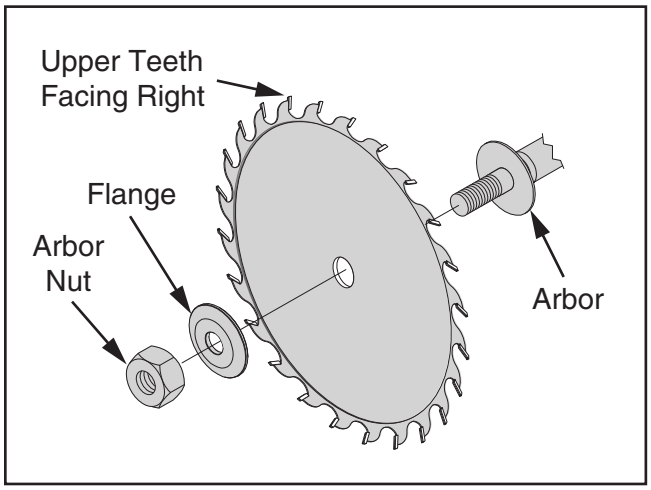

Figure 38. Main blade component assembly.
27. Slide main blade (not included) over arbor with teeth facing to the right, then install flange (see **Figure 38**).